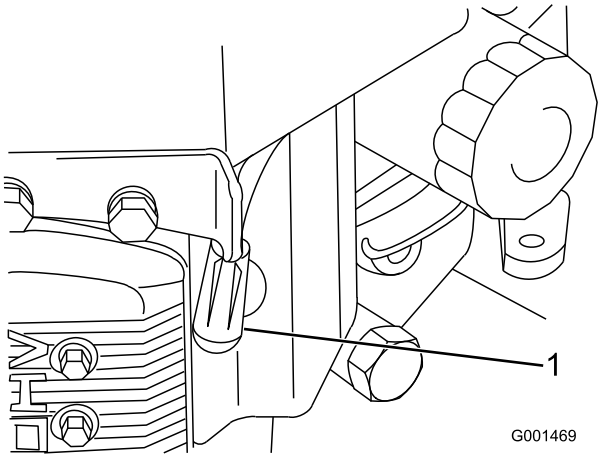

**Rysunek 38**
3. Odłącz przewód od świecy zapłonowej (Rysunek 38).